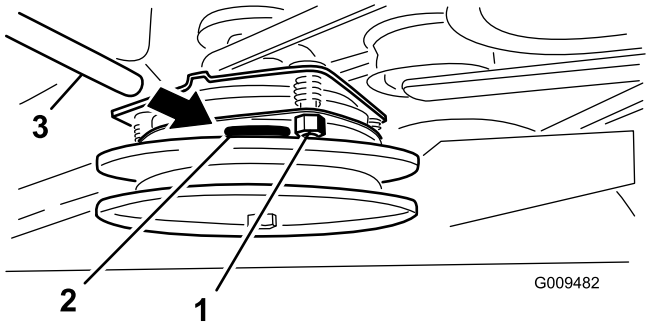

Figur 59
2. Om avståndet behöver justeras ställer du in 0,381 mm för alla tre justeringspositionerna. Dra åt låsmuttrarna tills du känner ett motstånd i bladmåttet, men ändå kan röra det inom luftgapet (Figur 59) utan problem.